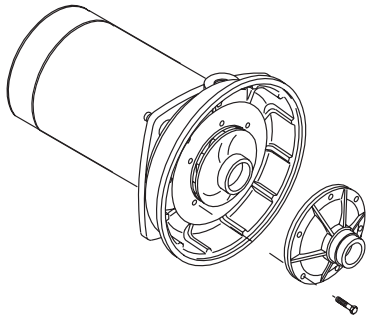

Figure 20 – Dépose du diffuseur
1. Déposer les quatre vis de fixation du diffuseur sur la plaque d'étanchéité, puis déposer le diffuseur (se reporter à la Figure 20). L'impulseur exposé peut maintenant être nettoyé.